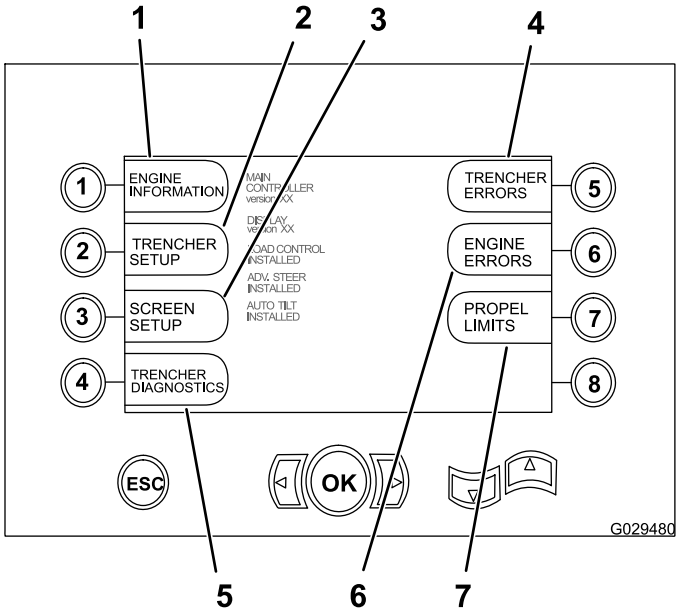

Figura 36
Per accedere alla schermata di selezione principale, premete e rilasciate i pulsanti freccia in su e freccia in giù (Figura 36) contemporaneamente. Questa schermata consente all'utente di scegliere tra le schermate funzione illustrate nella Figura 36.
1. Dalla schermata di selezione principale, premete il pulsante numero 7 per accedere alle impostazioni per la funzione di limite di trazione; fate riferimento a Figura 36 in Accesso alla schermata di selezione principale (pagina 31).